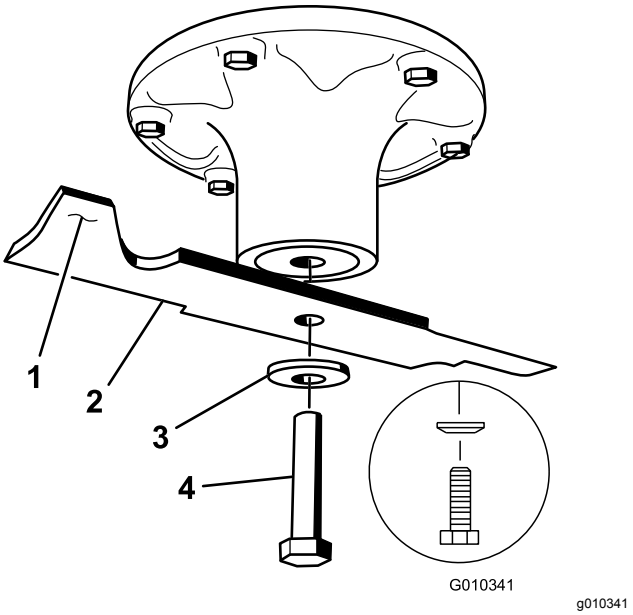

Figur 77
2. Fjern skæreknivsbolten, den buede spændeskive og skærekniven fra spindelakslen (Figur 77).